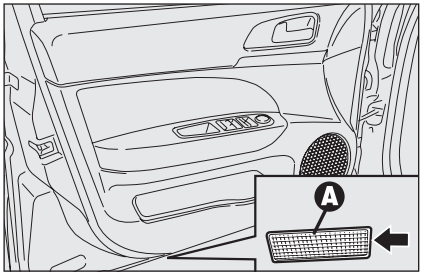
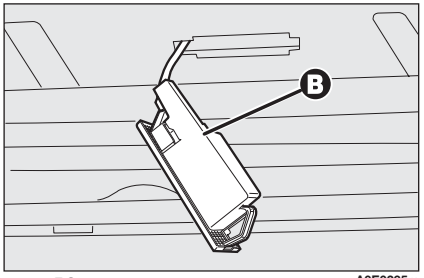

rys. 52 A0E0075m
rys. 53 A0E0235m
- ❒ otworzyć drzwi i wyjąć klosz **A-rys. 52** podważając go w miejscu pokazanym strzałką;
- ❒ odchylić osłonę **B-rys. 53** i wymienić żarówkę mocowaną na wcisk;
- ❒ zamknąć osłonę **B-rys. 53** na lampie **A-rys. 52**;